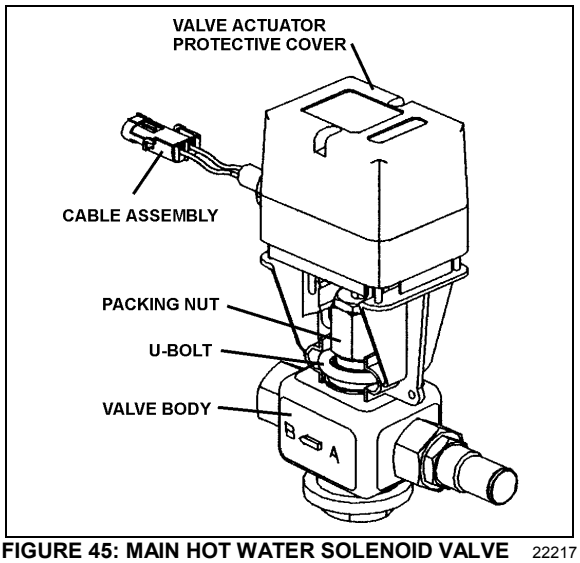

FIGURE 45: MAIN HOT WATER SOLENOID VALVE 22217
3. Disconnect the cable assembly from the valve actuator. Remove the two U-bolts nuts (Fig. 45) then remove screws on the support.